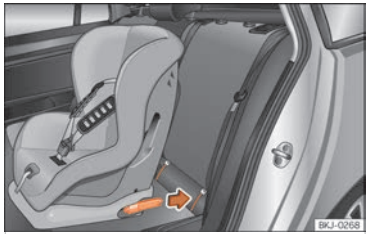

Fig. 38 Seients del darrere: col·locació del seient per a nens amb sistema ISOFIX.
- Enganxeu el seient per a nens a les argolles de subjecció ISOFIX o i-Size fins que s'encasti d'una manera audible ››› **fig. 38**.